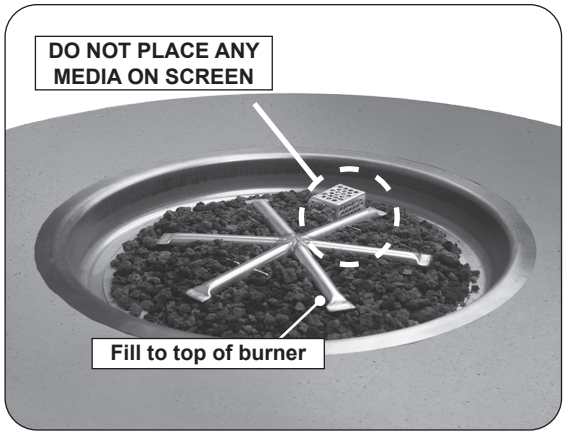
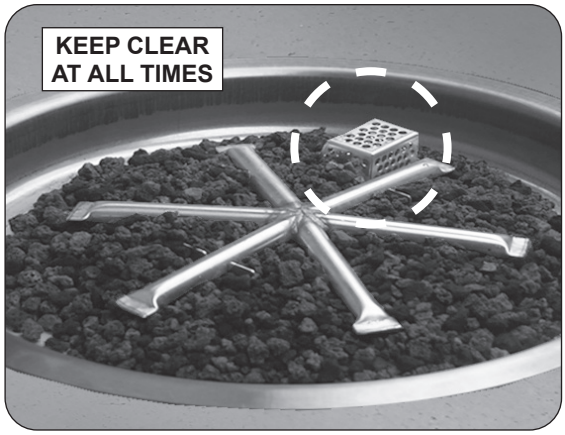

Fig. 41-1 Place lava granules
Fig. 41-2 Screen detail
1. Pour the 5 or 10 lb bag of lava granules labeled "REQUIRED BASE MEDIA" into the burner pan (with the exception of the screen). Spread the granules within the burner area as shown in Fig. 41-1 and Fig. 41-2. **Only fill the granules up to the top of the burner tube.**